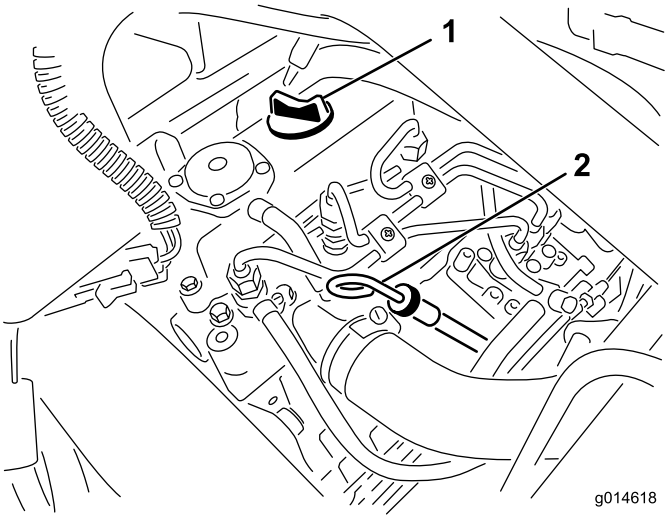

**Figur 28**
2. Ta ut oljestickan och torka av den med en ren trasa (Figur 28). Sätt ner oljestickan i röret och se till att den sitter fast ordentligt. Avlägsna oljestickan från röret och kontrollera oljenivån. Om oljenivån är låg, tar du av påfyllningslocket från ventilhuset och häller **sakta** på tillräckligt med olja tills nivån når upp till markeringen ”Full” på oljestickan. Fyll sakta på oljan och kontrollera nivån med jämna mellanrum. **Fyll inte på för mycket.**